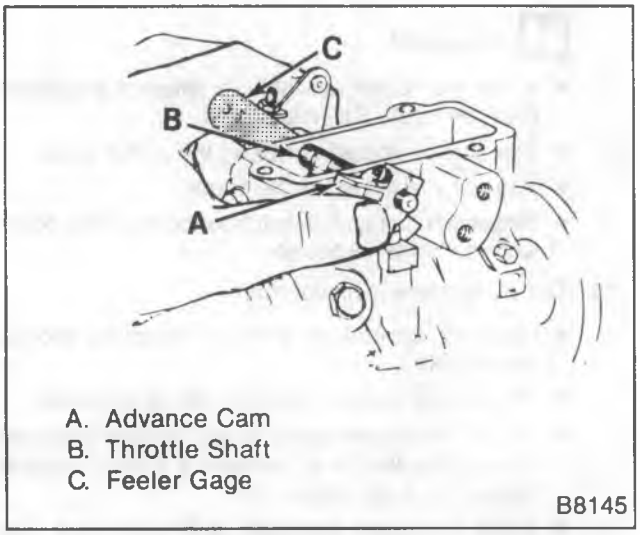

Figure 27 – Setting Advance Cam to Housing Clearance
6. A 0.005-inch feeler gage between the white washer on the throttle shaft and the pump housing (figure 27).
Install or Connect (Figure 27)